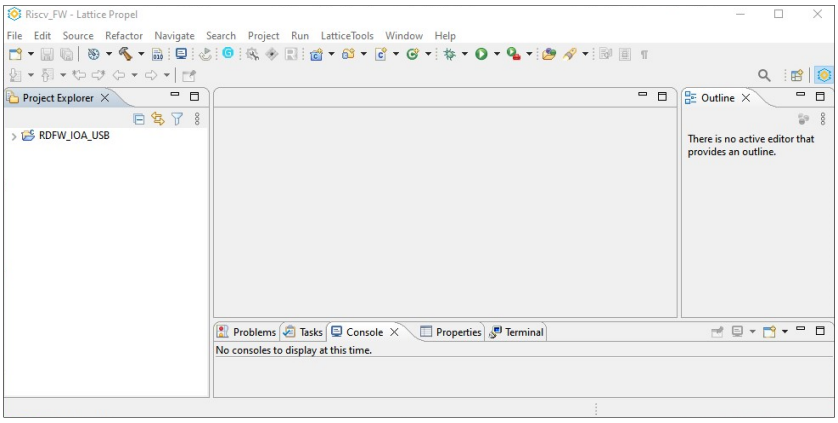

Figure 5.2. Propel SDK Project in Lattice Propel
3. The Propel SDK project is opened with **RDFW_IOA_USB** project as shown in Figure 5.2.